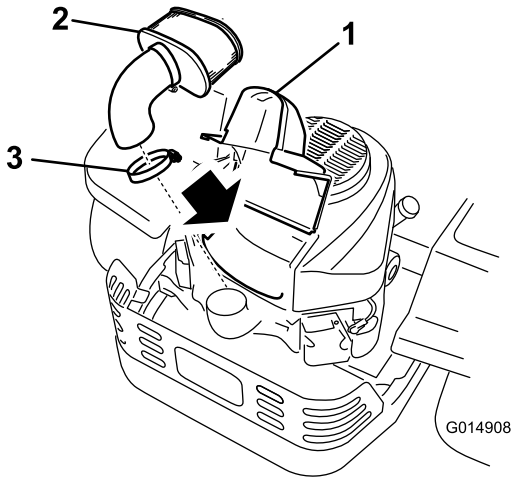

Figuur 34
3. Maak de omgeving van het luchtfilterdeksel schoon om te voorkomen dat vuil in de motor komt en schade veroorzaakt. Til het deksel op en verwijder de slangklem waarmee het luchtfilter aan de motor bevestigd is (Figuur 34).
4. Draai de slangklem los en verwijder het papierelement (Figuur 34).